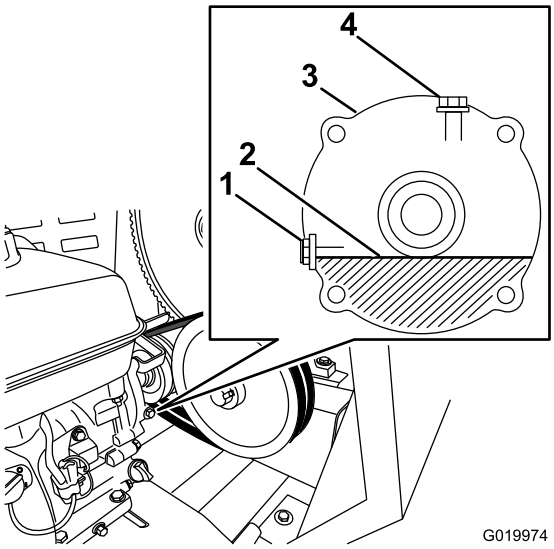

Figure 65
2. Localisez le carter réducteur entre le moteur et la poulie de moteur (Figure 65).
4. Retirez le boulon et la rondelle de contrôle de niveau d'huile de l'orifice de niveau d'huile (Figure 65).
A. Retirez le boulon et la rondelle de l'orifice de remplissage au sommet du carter réducteur (Figure 65).
C. Placez le boulon et la rondelle sur l'orifice de remplissage du carter réducteur, et serrez le boulon (Figure 65).
5. Lorsque l'huile est au niveau du filetage au bas de l'orifice de niveau d'huile, remettez le boulon et la rondelle de contrôle de niveau d'huile sur l'orifice, et serrez le boulon (Figure 65).
8. Versez lentement l'huile spécifiée dans l'orifice de remplissage jusqu'à ce que le niveau atteigne le filetage au bas de l'orifice de niveau d'huile (Figure 65).